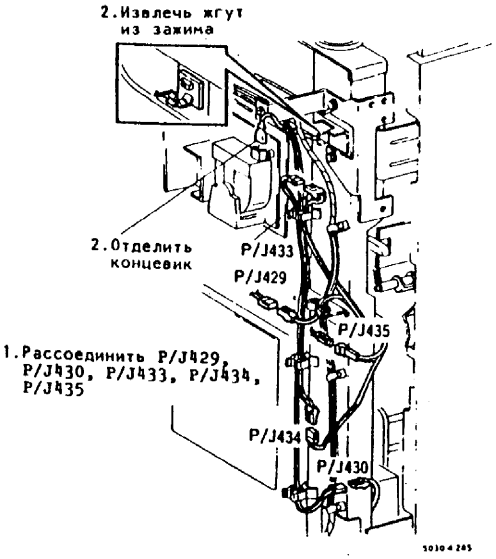

Рис.1. Снятие узла транспортера инвертора
3. (Рис.1, Рис.2): Снять узел транспортера инвертора.